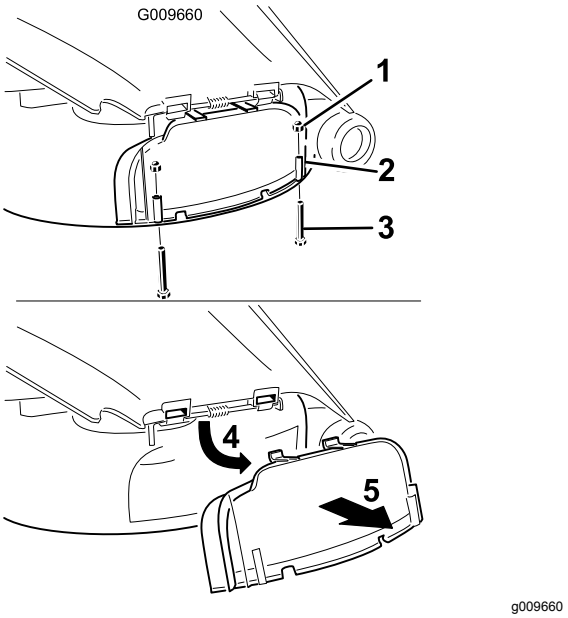

**Figur 23**
3. Fjern de to bolte og møtrikker, som fastgør udblæsningsdækslet til plæneklipperen (Figur 23).